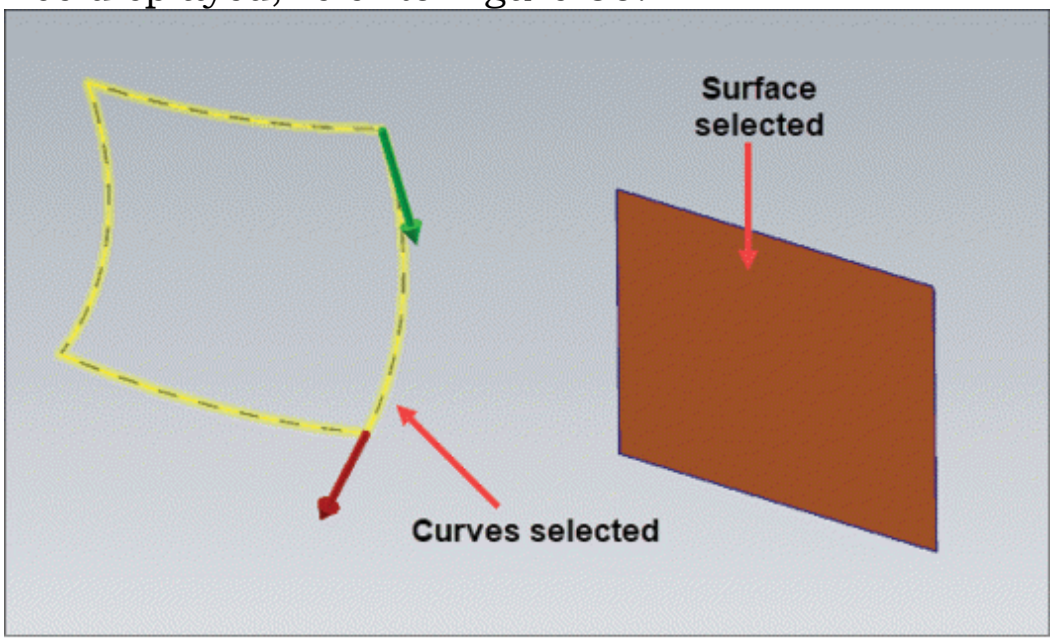
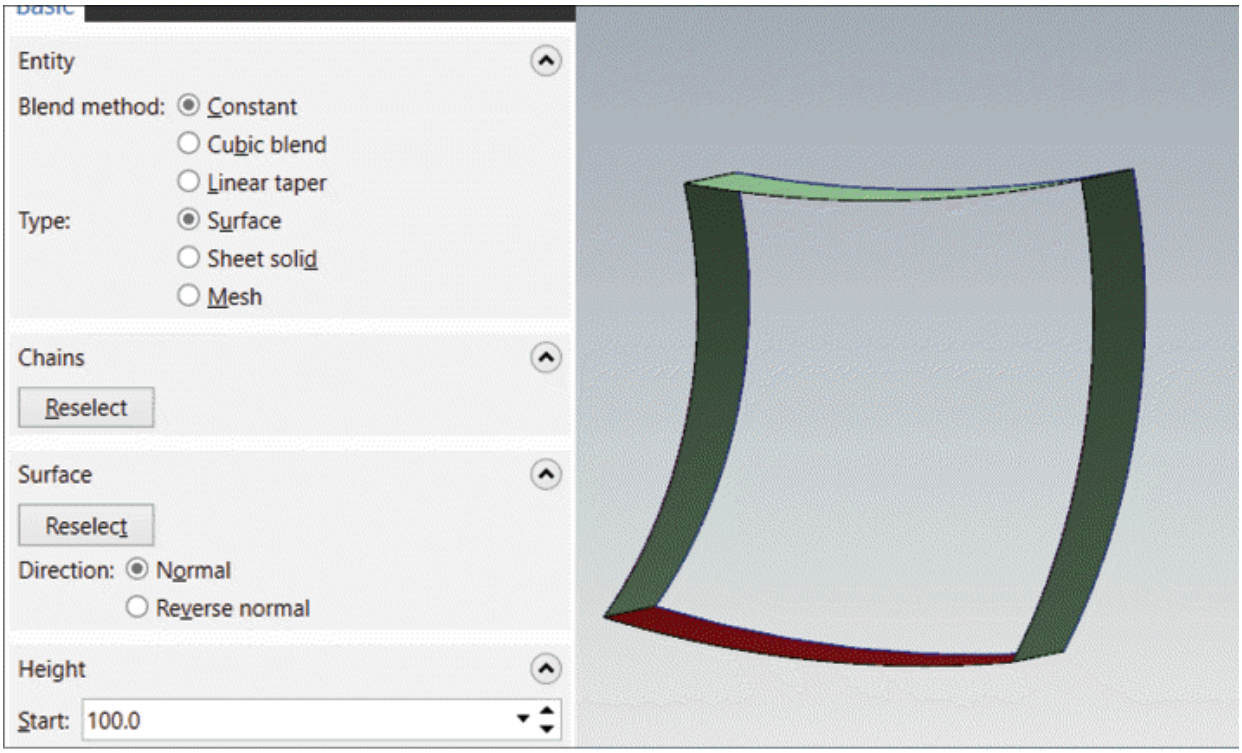

Figure-34. Selecting curves for fence surface
Figure-35. Preview of fence surface
- Select desired entities; refer to Figure-34 and click on the **OK** button from the selection box. The preview of fence surface will be displayed; refer to Figure-35.